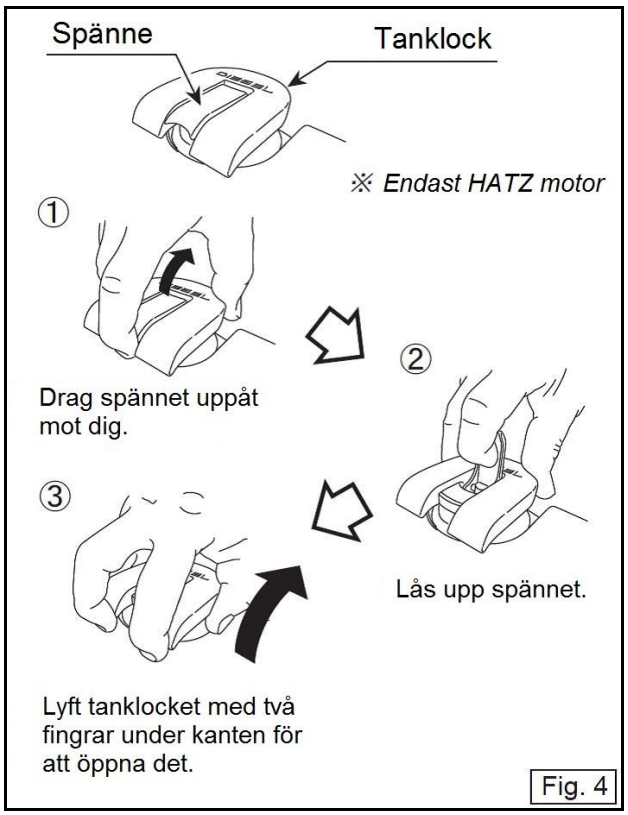

Fig. 4
- Tanklocket på en Hatz motor har ett spänne som måste lossas innan tanklocket kan öppnas. (Fig. 4)